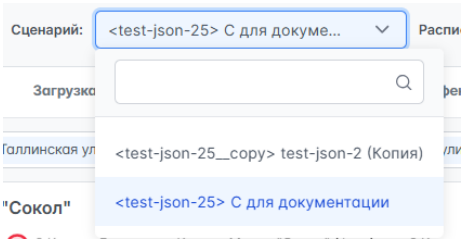

Рисунок 236 – Выбор сценария
1. Выбрать сценарий расписания. Для выбора сценария необходимо нажать на ⌄ в соответствующем поле, откроется список доступных сценариев (рисунок 236), далее нажать на название требуемого. Выбранный сценарий во всплывающем списке при повторном нажатии на ⌄ будет выделен синим цветом. При выборе сценария доступен поиск по названию. Для выполнения поиска необходимо ввести искомое в поле поиска – 🔍. Сценарии, удовлетворяющие условиям поиска, автоматически отобразятся в списке. Поиск не чувствителен к регистру.